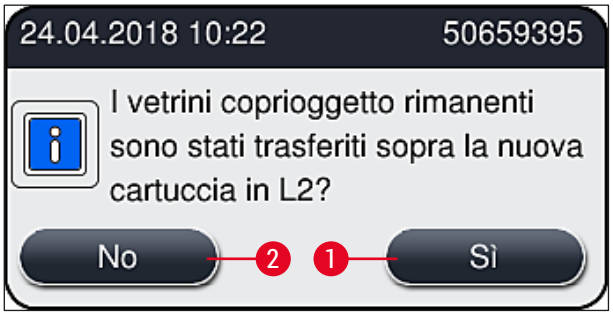

Fig. 63
8. Dopo la chiusura della calotta viene chiesto all'utente se i vetrini coprioggetto residui sono stati inseriti nella nuova cartuccia dei vetrini coprioggetto (→ Fig. 63). In caso affermativo, confermare il messaggio informativo selezionando Sì (→ Fig. 63-1). Se nessun vetrino coprioggetto è stato inserito, confermare il messaggio informativo selezionando No (→ Fig. 63-2).